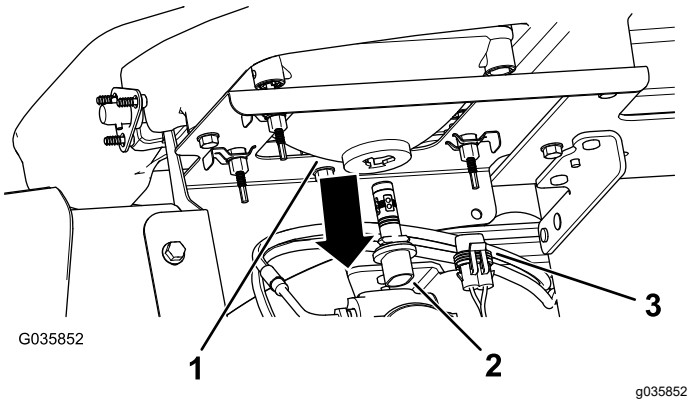

Figura 41
3. Desligue o conector elétrico para a cablagem do conector do conjunto da lâmpada, na parte de trás do compartimento do farol (Figura 41).
4. Rode o conjunto da lâmpada ¼ de volta para a esquerda e mova-o para trás, para fora do compartimento do farol (Figura 41).
5. Insira o novo conjunto da lâmpada e compartimento do farol e alinhe as linguetas no conjunto da lâmpada com as ranhuras no compartimento do farol (Figura 41).
6. Fixe o conjunto da lâmpada rodando-o 1/4 de volta para a direita (Figura 41).
7. Ligue o conector elétrico para a cablagem ao conector do novo conjunto da lâmpada (Figura 41).